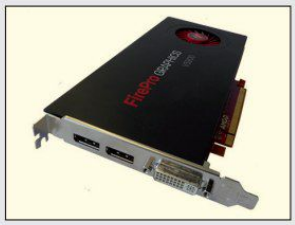

Bild 3: Grafikkarte
6. Bei einem günstigen Angebot für eine gebrauchte Grafikkarte **(Bild 3)** wird auf einen beiliegenden Windows 7 32-Bit Treiber hingewiesen. Die Grafikkarte soll in einen PC mit dem Betriebssystem Windows 10 64-Bit eingebaut werden. Was ist vor dem Kauf zu beachten?